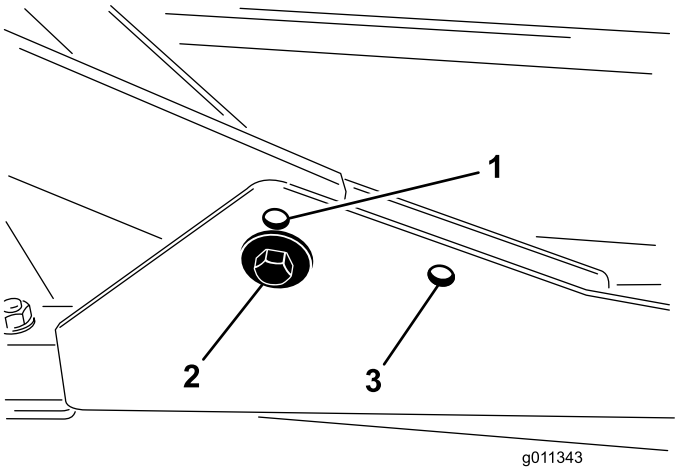

Figur 7
1. For klippehøyde på mellom 2,0 og 7,6 cm, monter den fremre bærerammen i de nedre monteringshullene foran (Figur 7).
2. For klippehøyde på mellom 6,3 og 10 cm, monter den fremre bærerammen i de øvre monteringshullene foran (Figur 7).
For alle klippehøyder, monter den bakre klippeenheten i bakre monteringshull (Figur 7).